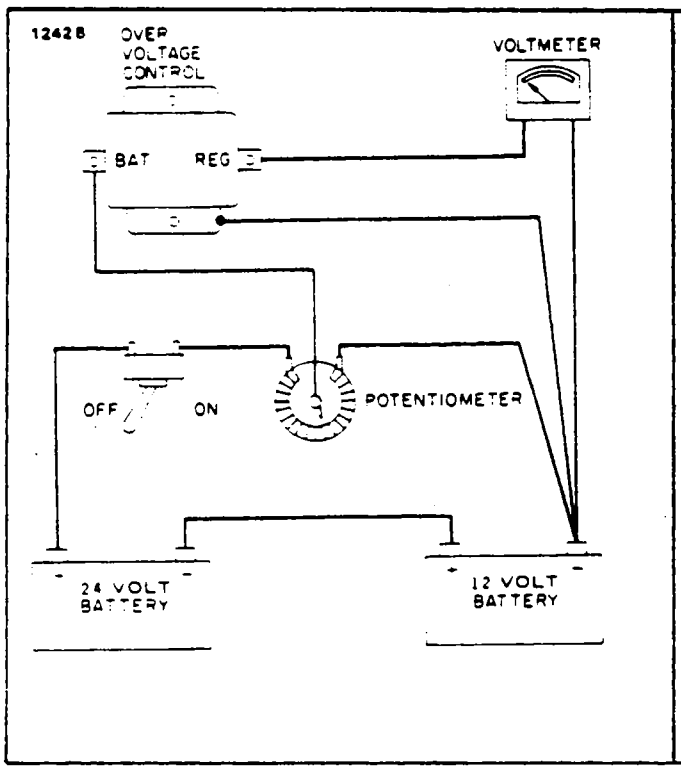

Figure 11-16. Wiring Diagram. Test of Overvoltage Relay
a. Connect the relay as shown in Figure 11-16